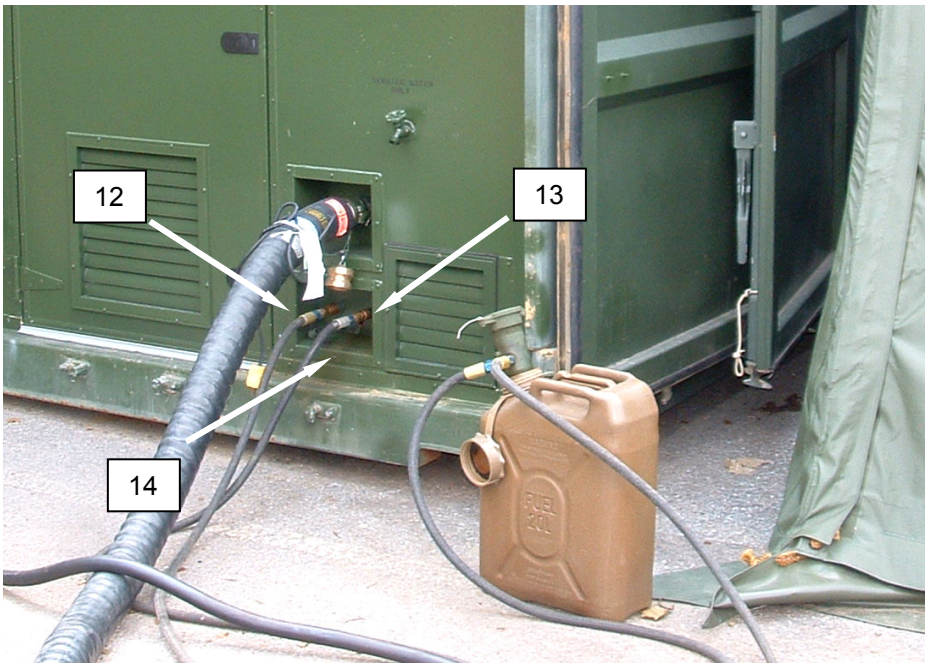

Figure 22. Disconnect Fuel Lines and Install Dust Caps during NBC Imminent or Actual Attack.
8. Disconnect the fuel supply line **(Figure 22, Item 12)** and the fuel return line **(Figure 22, Item 13)** from the fuel service panel **(Figure 22, Item 14).**